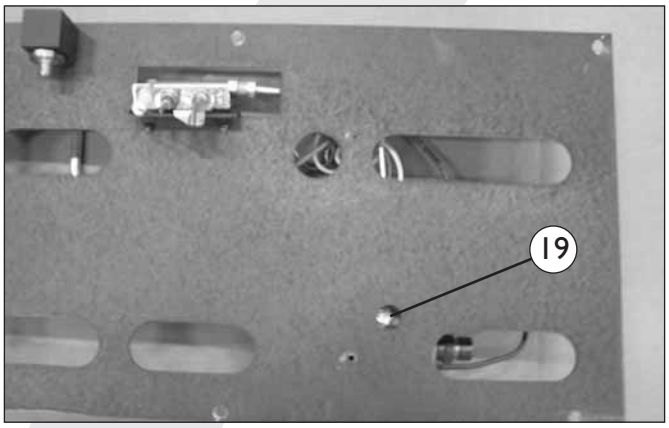

Fig. 19
4. Fine adjustment jet (fig.19)